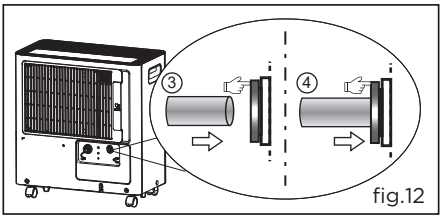

fig.12
b. Tout en insérant le tuyau de drainage sur le raccord de drainage, maintenez la pression sur l'anneau. Assurez-vous qu'il est bien connecté afin qu'il soit complètement en place;(fig.12)